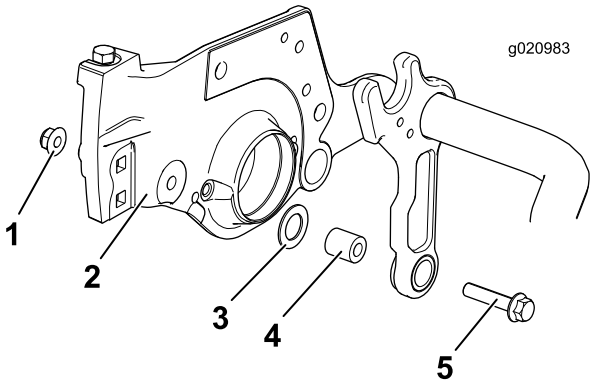

Figure 4
4. Remove the existing nut, flat washer, and spacer, discarding the spacer and retaining the nut and flat washer (Figure 4).